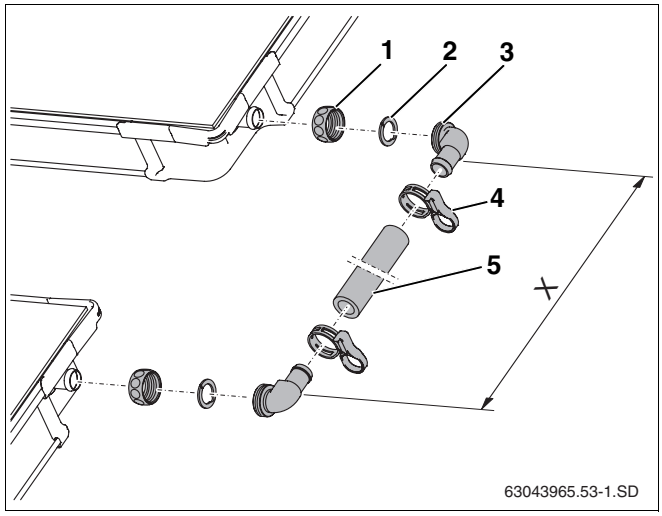

Rys. 60 Zestaw łączący dwa rzędy kolektorów
- Nakrętki złączkowe (rys. 60, **poz. 1**) wsunąć na przyłącza kolektora.
- Pierścień zaciskowy (rys. 60, **poz. 2**) włożyć za szerszą część przyłącza kolektora i ścisnąć.
- Końcówkę kątową z pierścieniem samouszczelniającym (rys. 60, **poz. 3**) wcisnąć do przyłącza, ustawić i przykręcić nakrętką złączkową.
- Zmierzyć odstęp między dwoma końcówkami kątowymi (wymiar X) obu zamontowanych kolektorów i przyciąć wąż instalacji solarnej (rys. 60, **poz. 5**) na odpowiednią długość.
- Wąż instalacji solarnej włożyć na końcówki kątowe i zabezpieczyć zaciskowymi opaskami sprężynującymi (rys. 60, **poz. 4**).